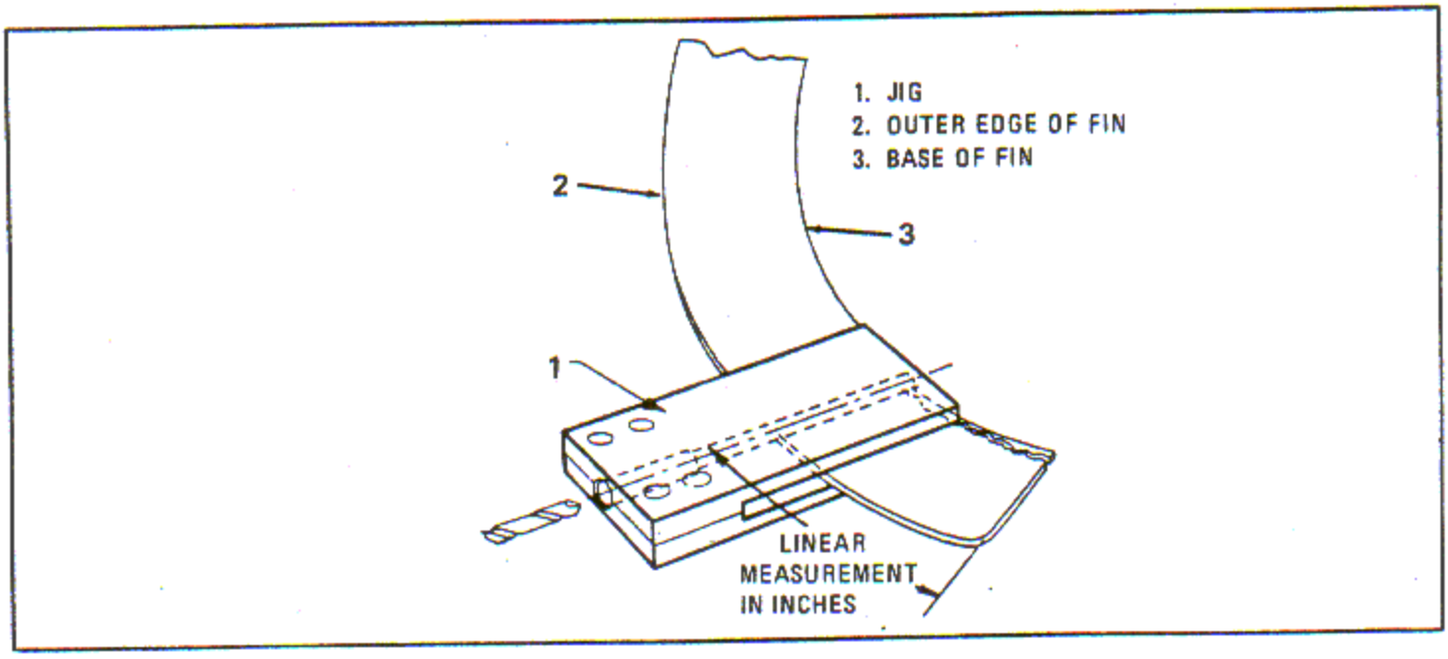

Figure 6-137. Removing Damaged Cylinder Head Fin
a. Place jig on the damaged fin so that the drill will be as nearly perpendicular to the cylinder head as practical and will meet the end of crack in the fin. See figure 6-137.